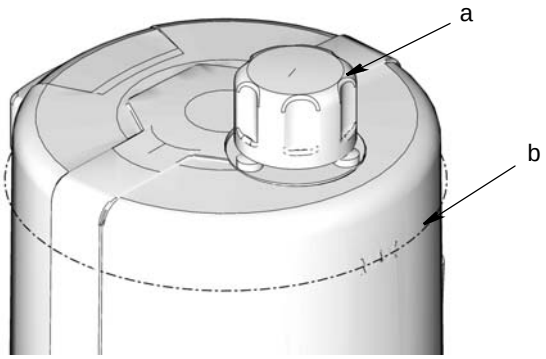

ABB. 16
- Schmiermittelbehälter dabei nicht überfüllen (Abb. 16).